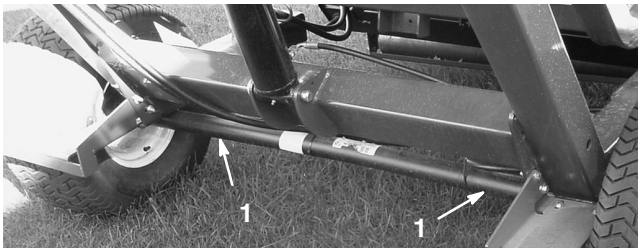

Figure 40
- Pour transporter la balayeuse, utilisez les points d'attache pour fixer l'avant de la machine (Fig. 39) et l'essieu (Fig. 40) pour fixer l'arrière de la machine à la remorque. L'utilisation de tout autre point d'attache risque d'endommager la machine.